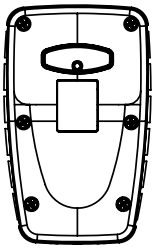

Abbildung 15. Batterieabdeckung und die Befestigungsschrauben der Abdeckung
2. Nehmen Sie die Rückwand des Senders ab (siehe Abb. 15).
1. Nehmen Sie die Rückwand des Senders ab (siehe Abb. 15).
1. Öffnen Sie die Abdeckung des Batteriefachs, indem Sie die 6 Schrauben an der Rückseite des Sendergehäuses herausschrauben (siehe Abb. 15).